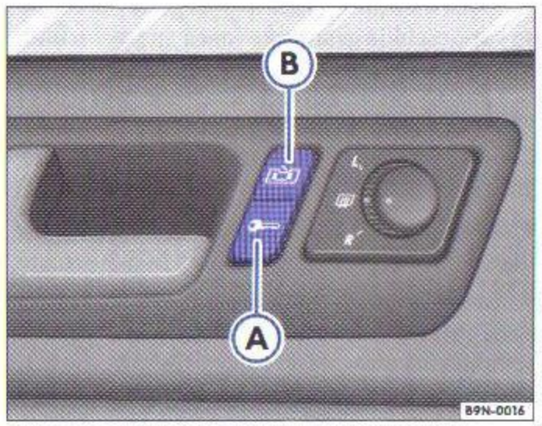

Fig. 8 Imagine din uşa conducătorului: Tastă pentru închiderea centralizată
– Apăsaţi tasta ⇒ fig. 8 Ⓐ ⇒ ⚠.